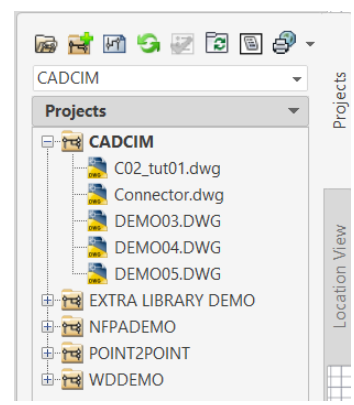

Figure 2-65 *The* ***PROJECT MANAGER*** *displaying the* ***CADCIM*** *project with the DEMO02.dwg drawing replaced by the Connector.dwg drawing*
3. Select the *Connector.dwg* drawing from this dialog box and choose the **Select** button; the **Apply Project Defaults to Drawing Settings** message box is displayed. Next, choose the **Yes** button; the *DEMO02.dwg* is replaced with the *Connector.dwg* drawing in the **CADCIM** project, as shown in Figure 2-65.